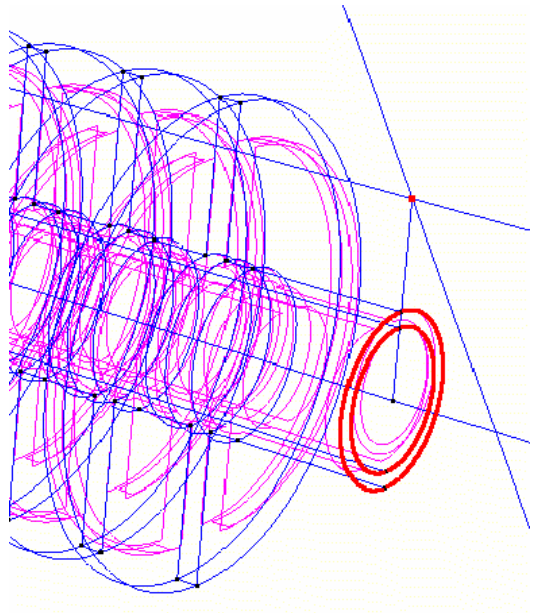

Figure 16. The magnified right end of the model, and the lines to be selected
4. Click **Select** and select the four lines that define the right end of the pipe (see Figure 16). Press **ESC** when the selection is finished.